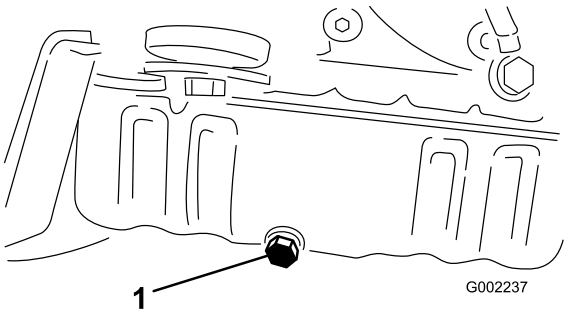

Figure 39
5. Remove the drain plug (Figure 39).